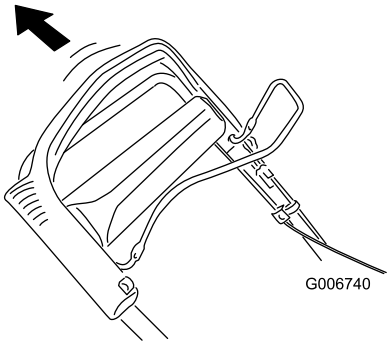

Figura 27
2. Tirate indietro la stegola superiore, spingendo il più possibile (Figura 27).